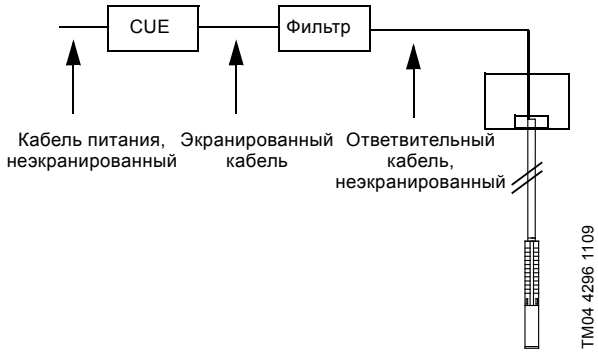

Рис. 15 Пример монтажа, когда CUE и фильтр установлены в зоне отсутствия требований к ЭМС излучению
- установка на площадках, не чувствительных к ЭМП. См. рис. 15.